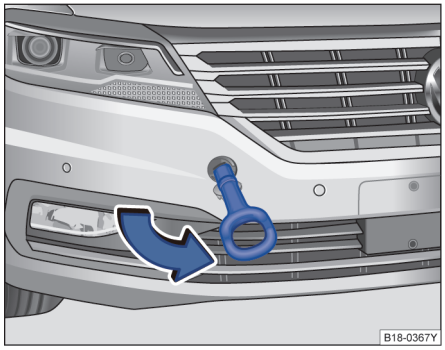

图 173 在保险杠的右前部：安装牵引环
- 将牵引环朝箭头方向拧入螺纹孔内，直到限位位置 ⇒图 173。